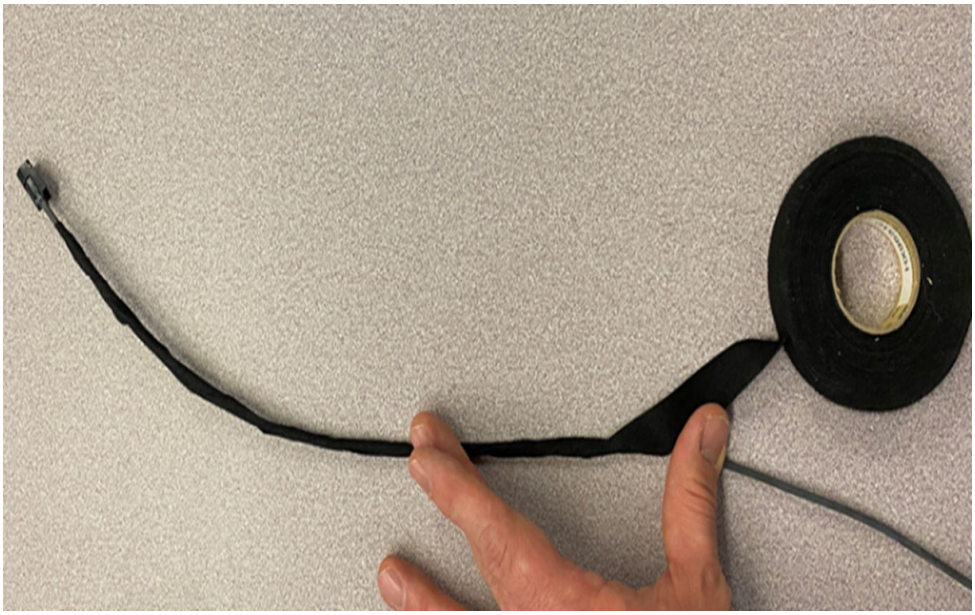

Рис. 5. Кабель Ethernet, обмотанный тканевой лентой
13. Взять новые Ethernet-кабели. Обмотать каждый кабель тканевой лентой для предотвращения дребезжания в автомобиле (рис. 5).